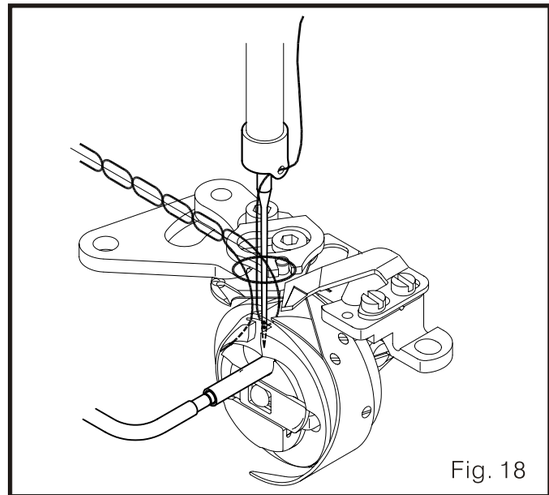

Fig. 18
1. La punta de la lanzadera toca ligeramente el hilo de aguja. (Fig. 18)